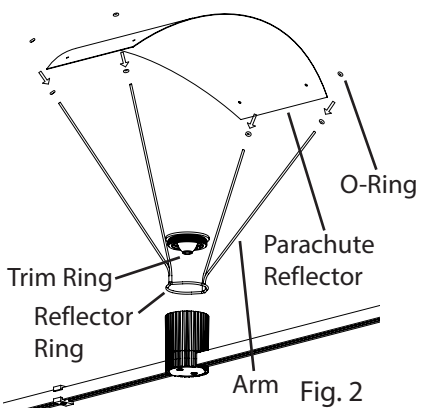

Fig. 2
1. Place a rubber **O-Ring** on each **Arm** on the **Parachute Reflector Rrim** (Fig. 2).